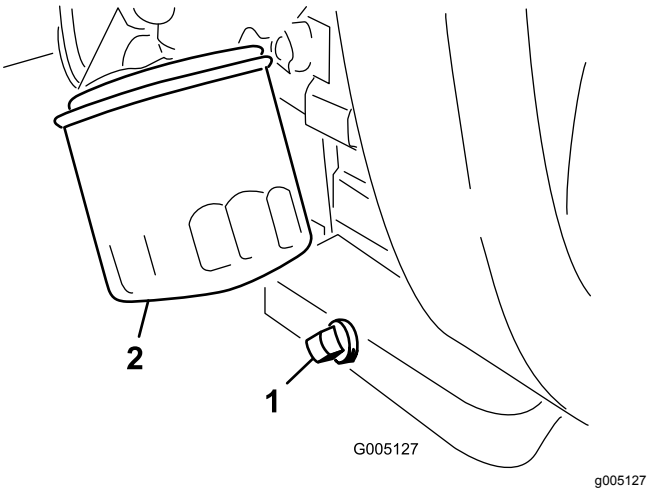

**Figur 27**
1. Fjern aftapningsproppen (Figur 27), og lad olien flyde over i aftapningsbeholderen.
2. Rengør gevindene på aftapningsproppen, påfør PTFE-forseglingsmiddel, og sæt aftapningsproppen på plads (Figur 27).
3. Fjern oliefilteret (Figur 27).